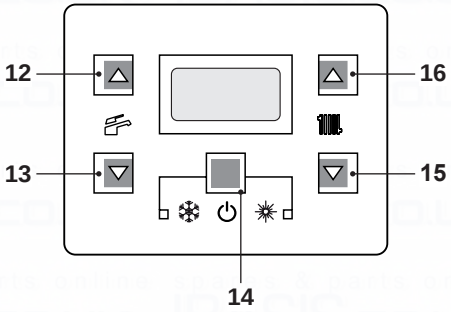
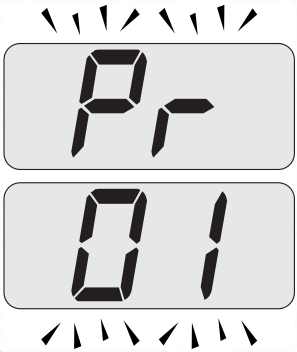
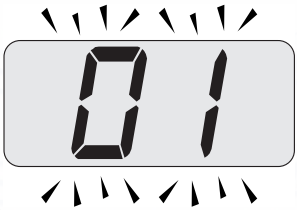

Fig. 7.50
Fig. 7.51
Fig. 7.52
- Enter the ”programming mode” by pressing keys 14 - 15 - 16 (Fig. 7.50) for 10 seconds at the same time until the letters **Pr** that alternate with code **01** are displayed on the LCD display, indicating that ”parameter 01” (Fig. 7.51) has been activated.
- Press keys 14 and 16 (Fig. 7.50) at the same time until the value of parameter 01 (35=Advance Plus 25C ERP or 36=Advance Plus 30C ERP or 37=Advance Plus 35C ERP) is displayed on the LCD display (Fig. 7.52).
- Press keys 14 and 15 (Fig. 7.50) at the same time to exit without changing the value (return to the parameters list Fig. 7.51).
- Press keys 14 - 15 - 16 (Fig. 7.50) at the same time for 10 seconds to exit the ”programming mode”.